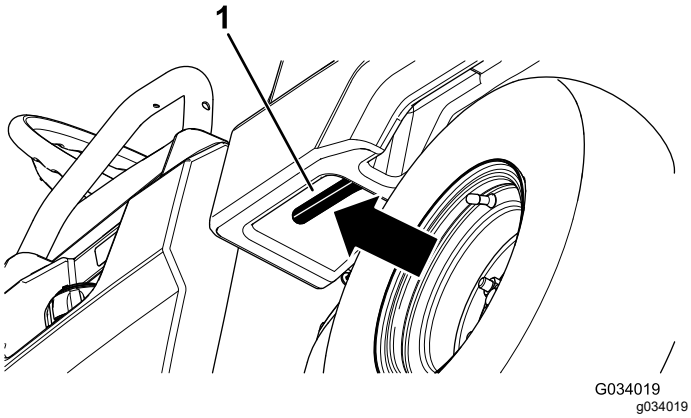

Figur 15
1. Dra spaken på lastflakets vänstra insida mot dig och höj upp lastflaket (Figur 15).
1. Höj upp lastflaket något genom att lyfta upp låsspärren (Figur 15).